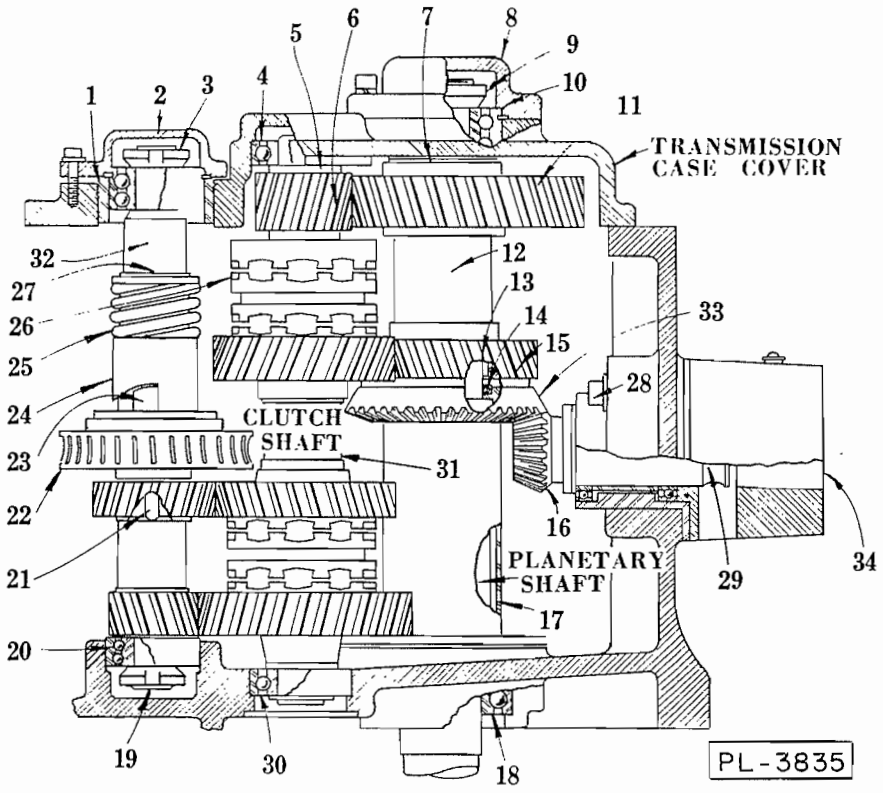

FIG. 7
To remove the transmission case cover take off the bearing retainers (2 & 8, Fig. 7). Take off the locking nuts (3 & 9, Fig. 7) and pry off the transmission case cover. The top ball bearings will come off with it. Lay the cover aside carefully so that the oil-delivery tube (2, Fig. 2) will not be bent.
The clutch shaft and worm-gear shaft (31 & 32, Fig. 7) must be removed together. The worm gear shaft has a self-aligning ball bearing (20, Fig. 7) at the bottom, so that it can be tilted away from the worm far enough to clear it. Lift off the upper gear (11, Fig. 7) on the planetary shaft. Notice that the shim (7, Fig. 7) on top of this gear has the relieved side up.
On the clutch shaft, remove the bearing (4, Fig. 7), washer (5, Fig. 7), top pinion (6, Fig. 7), and clutch (26, Fig. 7). Then work the clutch shaft and worm-gear shaft assemblies out together.
If the lower bearing (18, Fig. 7) must be withdrawn, it will be necessary to first remove the chimney (17, Fig. 7). When replacing the chimney, be sure to get a good seal between it and the transmission case, to prevent leakage of oil.
The attachment hub (34, Fig. 7) is fastened to the transmission case by four bolts (28, Fig. 7). The heads of these bolts being inside the case, a partial disassembly of the transmission will be necessary before the attachment socket or the bevel pinion (16) can be removed.
Replacement of the square drive sleeve (29, Fig. 7) however, can be accomplished without disturbing any of these parts. SEE REPLACEMENT OF SHEAR KEY, paragraph H, page 11.
Start disassembly of the worm-gear shaft from the bottom. When the locking nut (19, Fig. 7) is off, the gears and other parts will be loose on the shaft and may be taken off easily.
When re-assembling, put on the retaining ring (27, Fig. 7), the spring (25, Fig. 7), the shock absorber part (24, Fig. 7) and the worm gear (22, Fig. 7). It will then be necessary to use a vise or press to get these parts up where they belong. Press the worm gear up far enough to permit insertion of the key (21, Fig. 7). Release the vise pressure carefully and avoid burring the worm gear because the bottom of the hub acts as a thrust bearing. The key (21, Fig. 7) will hold the assembly in place until the remaining parts can be threaded on and pulled up tight by the locking nut (19, Fig. 7).
When a sudden load causes the worm gear to turn slightly on its shaft, the cams (23, Fig. 7) move the compressor element (24, Fig. 7) upward so that the spring takes the shock.
When re-assembling the transmission, be careful not to cock the outer race of the self-aligning ball bearing (20, Fig. 7). It is possible to install the worm gear shaft by itself and then raise it far enough to get the clutch shaft in place without pulling the bearing (20, Fig. 7) out of its seat. This will avoid the risk of cocking the outer race.
The worm gear must mate properly with the worm on the motor shaft, and a vertical adjustment is provided by a sleeve (1, Fig. 7). The sleeve is correctly set at the factory and locked by two small set screws, so unless replacements have been made no change will be necessary.
(1) See that the transmission case cover is bolted down tight.
(2) Take out the two small set screws (one on top of the other) that lock the sleeve (1, Fig. 7). Turn the sleeve (1, Fig. 7) a fraction of a turn in a clockwise direction until the motor shaft begins to bind when revolving the rotor by hand.
(3) Turn the sleeve counter-clockwise until the same thing occurs in the top position.
(4) The total movement may be as much as half a turn. Mark the half-way point. Set the sleeve about midway between the half-way point and the top position. This will bring the worm gear on the high side of center, as it should be.
(5) Use a drill to spot the adjusting sleeve for the set screw. A second set screw goes into the same tapped hole to lock the first one.
All gears in this assembly must be free to turn on the shaft and the clutches should slide freely up and down on the splines. If a clutch seems to bind, take it off, turn it to a new position and try again. The top and bottom gears must have a few thousandths end play between the shaft shoulders and the washers that are between them and the ball bearings. The lower bearing (30, Fig. 7) on the clutch shaft must be assembled to take the downward thrust (thin section of outer bearing race up).
An "O" ring (14, Fig. 7) is set in the bevel gear to prevent oil leakage down the planetary shaft. When moving the bevel gear (33, Fig. 7) on the shaft, be careful not to cut the "O" ring on the keyway (13, Fig. 7) that is just above it.
The bevel gear adjustment is governed by the thickness of the planetary-shaft shim (7, Fig. 7). This shim must be installed with relieved side up and the flat side down.
A new shim may be required if gear (11, Fig. 7), gear (15, Fig. 7), spacer (12, Fig. 7), or top bearing (10, Fig. 7) is replaced. A new bevel gear or pinion should not require any change in shims.